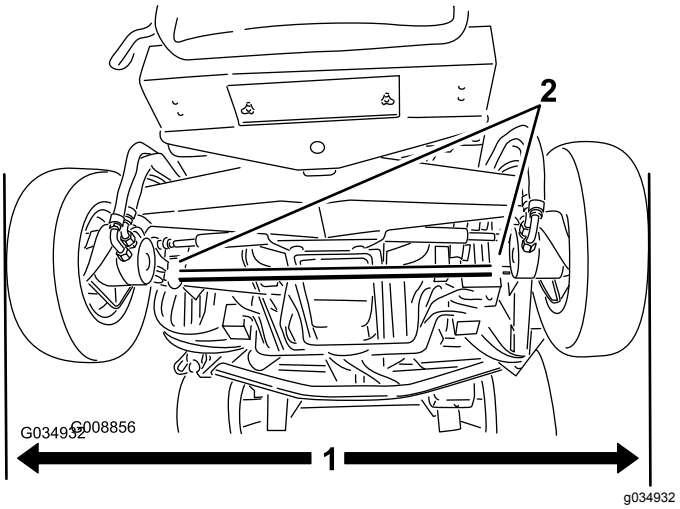

Figur 118
1. Se till att bakdäcken står i rakt läge och mät det yttre avståndet (i axelhöjd) framtill och baktill på bakdäcken (Figur 118).
2. Lossa klämmorna på dragstängernas bägge ändar för att justera skränkningen (Figur 118).